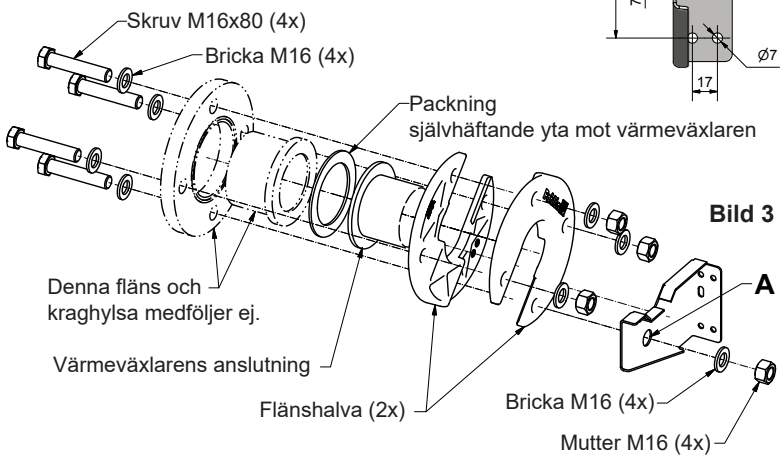

Bild 3
5. Placera den delbara flänsen på värmeväxlarens rörstos, se bild 3.